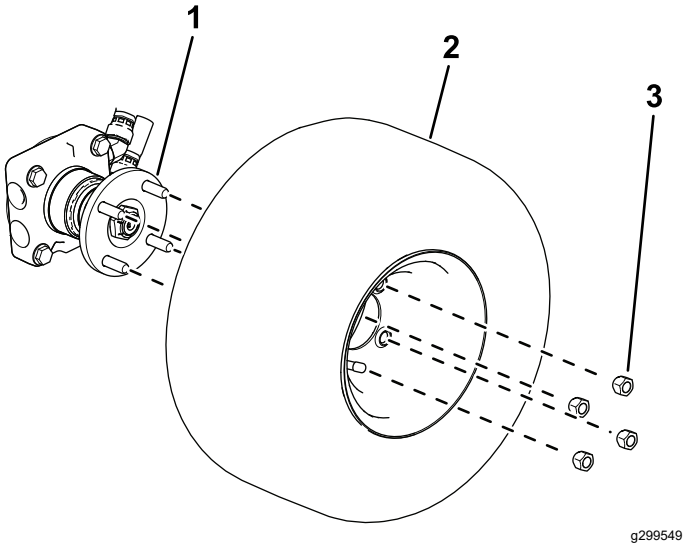

Bild 4
- **Maschinen mit Allradantrieb:** Verwenden Sie vier Radmuttern, um das Rad an der Radnabe zu befestigen (Bild 4).